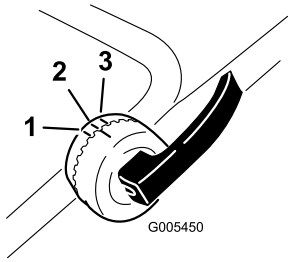

Figuur 4
2. Om de hoogte van de handgreep in te stellen, moet u de vergrendelingen van de bovenste handgreep losmaken; de bovenste handgreep omhoogdraaien en deze vastzetten in een stand die u prettig vindt (Figuur 4).
Opmerking: U kunt de bovenste handgreep in een van de drie standen zetten. Zet het merkteken op een lijn met een van de drie merktekens op de binnenkant van de vergrendelingen van de bovenste handgreep (Figuur 4).